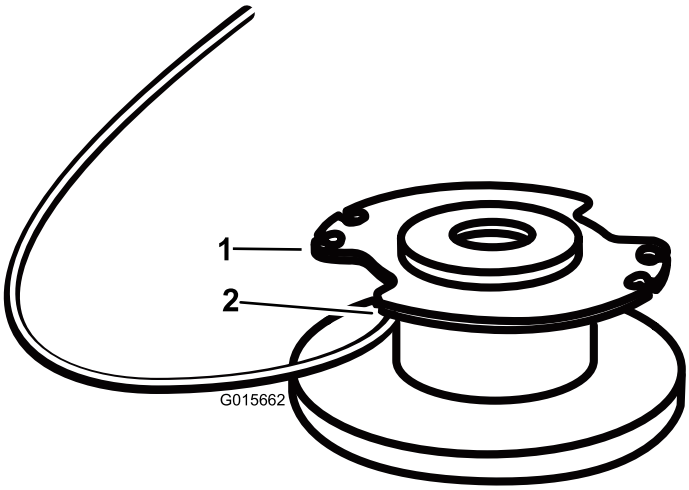

Figure 14
4. Insérez le fil dans le trou d'ancrage en haut de la bobine (Figure 14). Enroulez le fil sur la bobine dans la direction indiquée par les flèches sur la bobine.